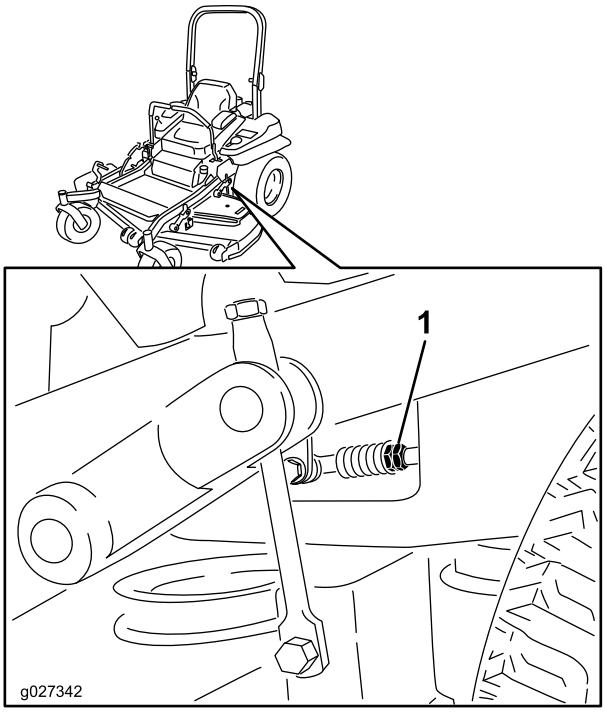

Figure 81
8. Réglez la longueur des tiges de pompes en tournant les doubles écrous dans le sens voulu jusqu'à ce que les roues tournent légèrement en marche arrière (Figure 81).